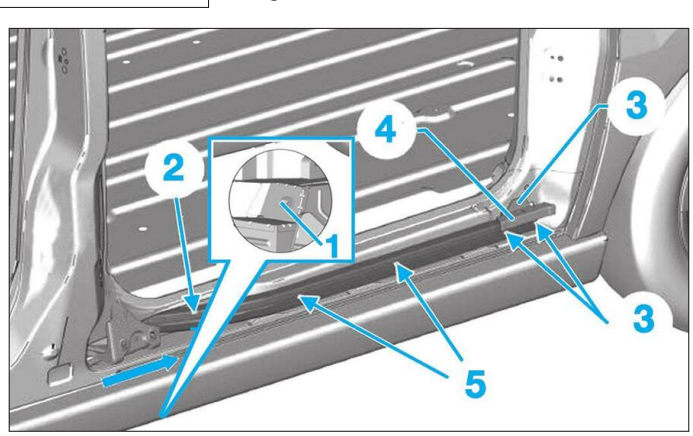

**Fig. 94**
• Déposer l'écrou (1) du rail inférieur (2) **(Fig.94)**.
• Déposer les vis (3) et l'arrêt de chariot (4).
• Déposer les vis (5) de fixation du rail inférieur.
• Déposer le rail inférieur (2).